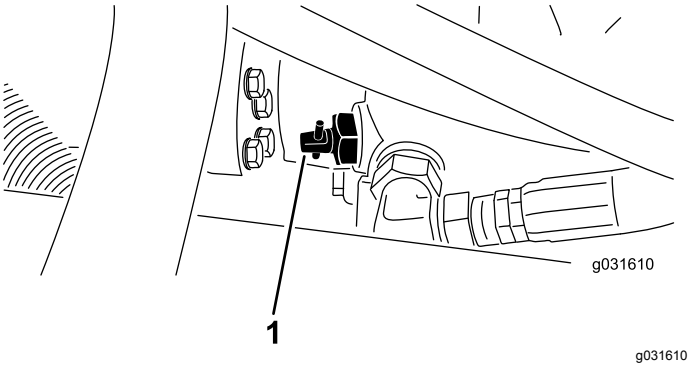

Figur 29
1. Lokalisera förbikopplingsventilen på pumpen (Figur 29) och lossa den genom att vrida 90° (¼ varv).